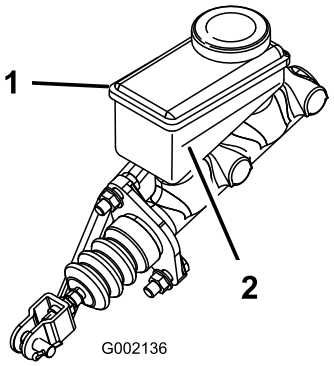

Figuur 16
3. Kijk naar de omtreklijn van het vloeistofpeil aan de zijkant van het reservoir. (Figuur 16).
B. Giet DOT 3 remvloeistof in het reservoir tot het vloeistofpeil boven de Minimum-lijn staat (Figuur 16).
5. Breng de rubberen plug aan in de bovenkant van het dashboard (Figuur 16).